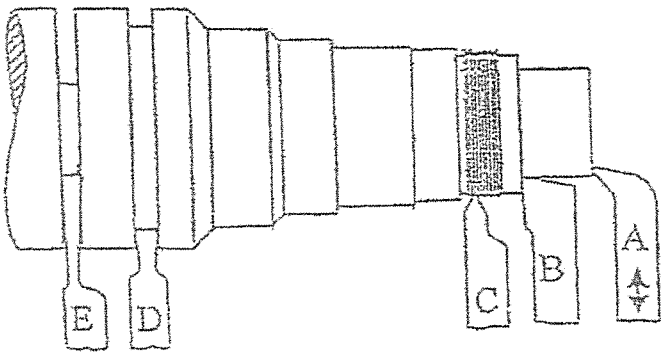

FIGURE 2
11.2 FIGURE 2 indicates certain centre lathe cutting tools. Write down the names of each cutting tool next to the letters (A–E) in the ANSWER BOOK.